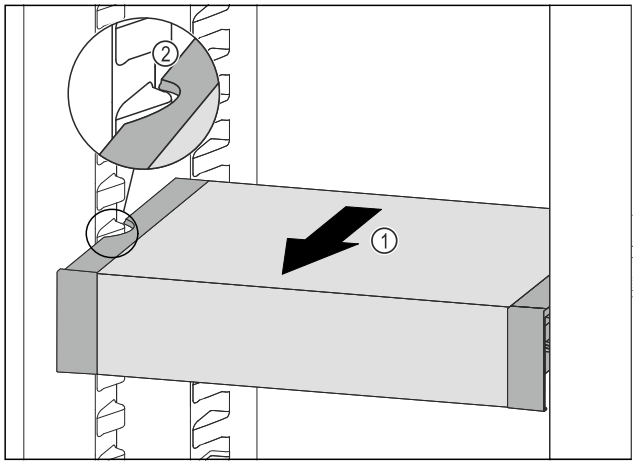

Fig. 152
▶ Pull VarioSafe forward *Fig. 152 (1)* until the recesses in the side of the VarioSafe are at the level of the support rib in the refrigerator compartment. *Fig. 152 (2)*